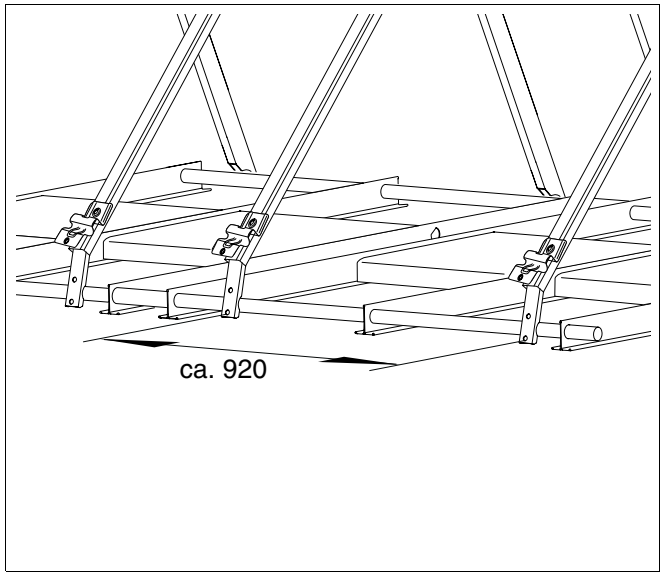

Afb. 32 Afstand van de collectorsteunen (maten in mm)
- Meet die afstand aan de voeten van de steun (afb. 32).